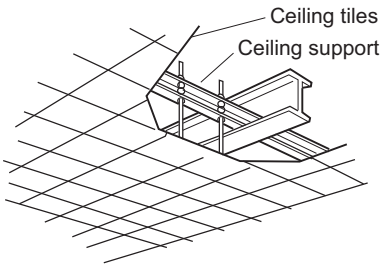

Fig. 2-172
- Use existing ceiling supports or construct a suitable support as shown in Fig. 2-172.